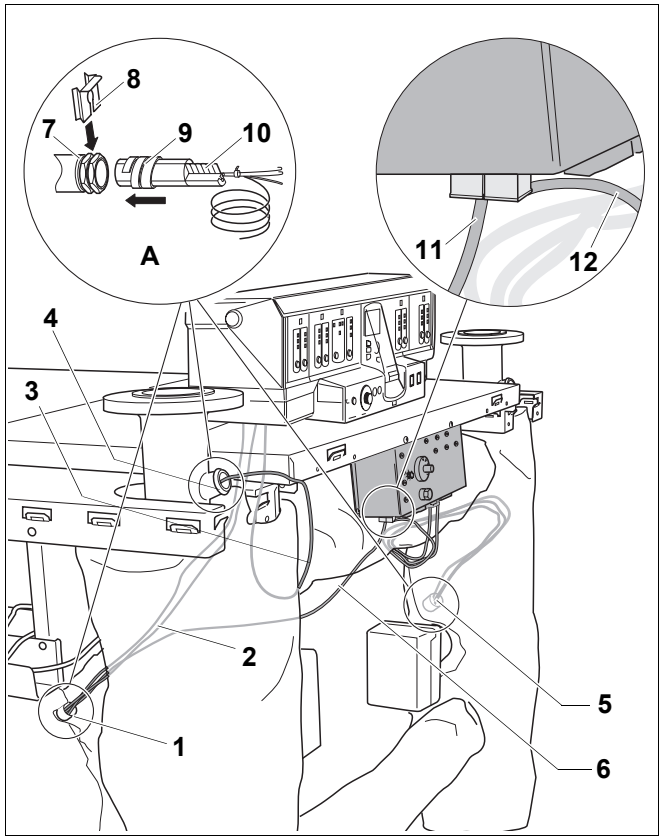
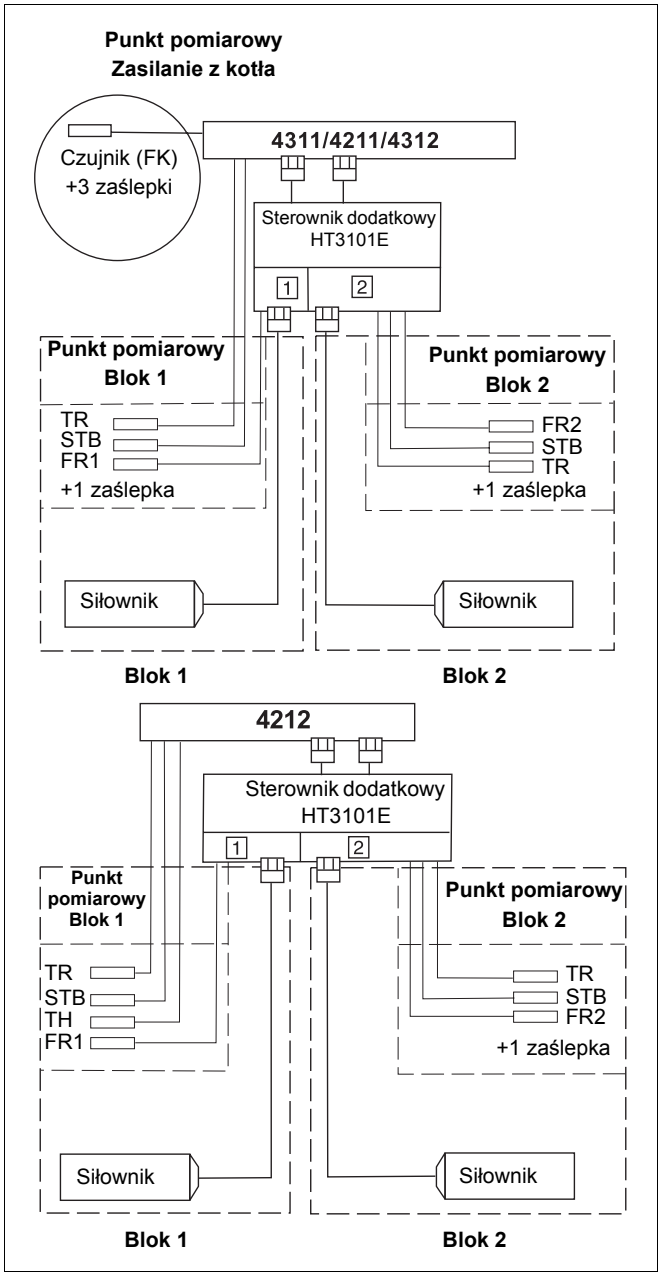

Rys. 82 Przyłączenie sterownika dodatkowego HT3101E
Rys. 83 Schemat przyłączeniowy dodatkowego sterownika
- Wtyczki obu czujników temperatury FR1 i FR2 muszą być dobrze włożone do sterownika dodatkowego i nie wolno ich zamienić (rys. 82, **poz. 11** i **poz. 12**).
- Włożyć kabel czujnika FK (rys. 82, **poz. 3**) poprowadzony od sterownika Logamatic razem z 3 zaślepkami do tulei zanurzeniowej zasilania kotła (rys. 82, **poz. 4**).
- Zebrać w ręce kable czujników TR i STB (rys. 82, **poz. 2**) poprowadzone od sterownika Logamatic oraz kabel czujnika FR1 (rys. 82, **poz. 6**) poprowadzony od sterownika dodatkowego razem z zaślepką i sprężyną kompensującą.
- Następnie wsunąć zestaw czujników do oporu do tulei zanurzeniowej punktu pomiarowego bloku 1 (rys. 82, **poz. 1**).
- Włożyć zestaw czujników punktu pomiarowego bloku 2 (poprowadzony od sterownika dodatkowego) do tulei zanurzeniowej punktu pomiarowego bloku 2 (rys. 82, **poz. 5**).
Włożenie do tulei zanurzeniowej (rys. 82 **powiększenie A**)
- Włożyć czujnik temperatury do tulei zanurzeniowej (rys. 82, **poz. 7**, punkt pomiarowy) do oporu.
- Spirala z tworzywa sztucznego (rys. 82, **poz. 9**) automatycznie odsuwa się do tyłu. Sprężyna kompensacyjna (rys. 82, **poz. 10**) musi być wsunięta do tulei zanurzeniowej (rys. 82, **poz. 7**).
- Nasunąć zapinkę zabezpieczającą (rys. 82, **poz. 8**, zakres dostawy sterownika) na główkę tulei zanurzeniowej z boku lub z gory.
- Sprawdzić przyłączenie pakietów czujników zgodnie ze schematem przyłączeniowym na rys. 83.
- W przypadku stałotemperaturowej regulacji wody w kotle zaślepkę pakietu czujników sterownika Logamatic 4212 należy zamienić na czujnik FR1, który jest poprowadzony od sterownika dodatkowego. Ten zestaw czujników należy włożyć do tulei zanurzeniowej punktu pomiarowego bloku 1 (rys. 82, **poz.** 1 i rys. 83).